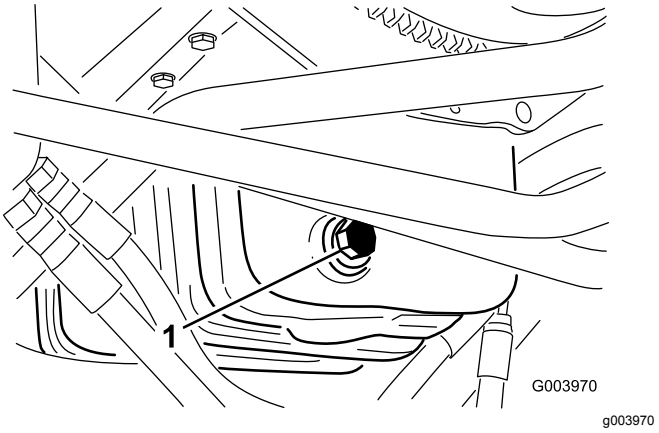

**Figur 53**
1. Ta bort avtappningspluggen (Figur 53) och låt oljan rinna ned i ett avtappningskärl.